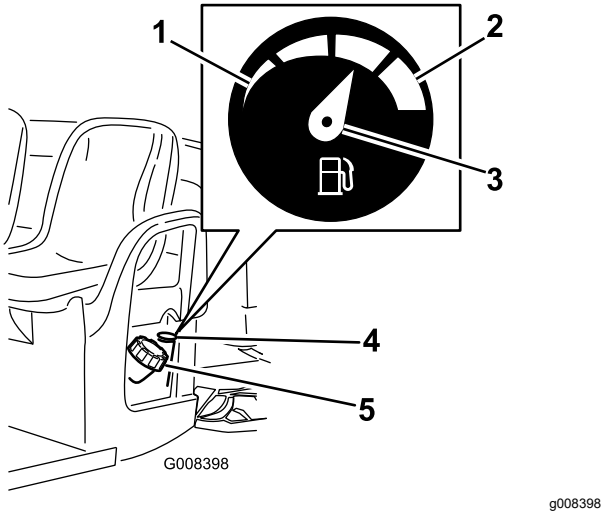

Figura 17
4. Limpie la zona alrededor del tapón del depósito de combustible (Figura 17).